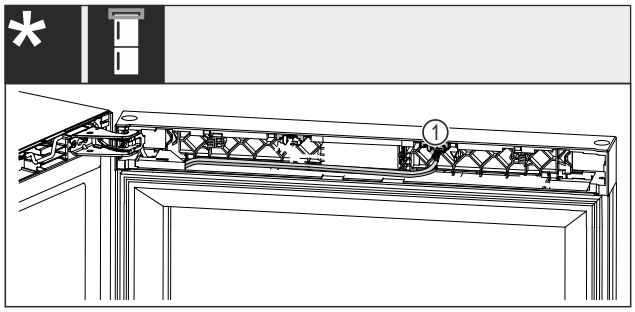

Fig. 19 Vīna ledusskapja un saldētavas kombinācijas
- ▶ Izvelciet spraudni *Fig. 19 (1)* no ligzdas.